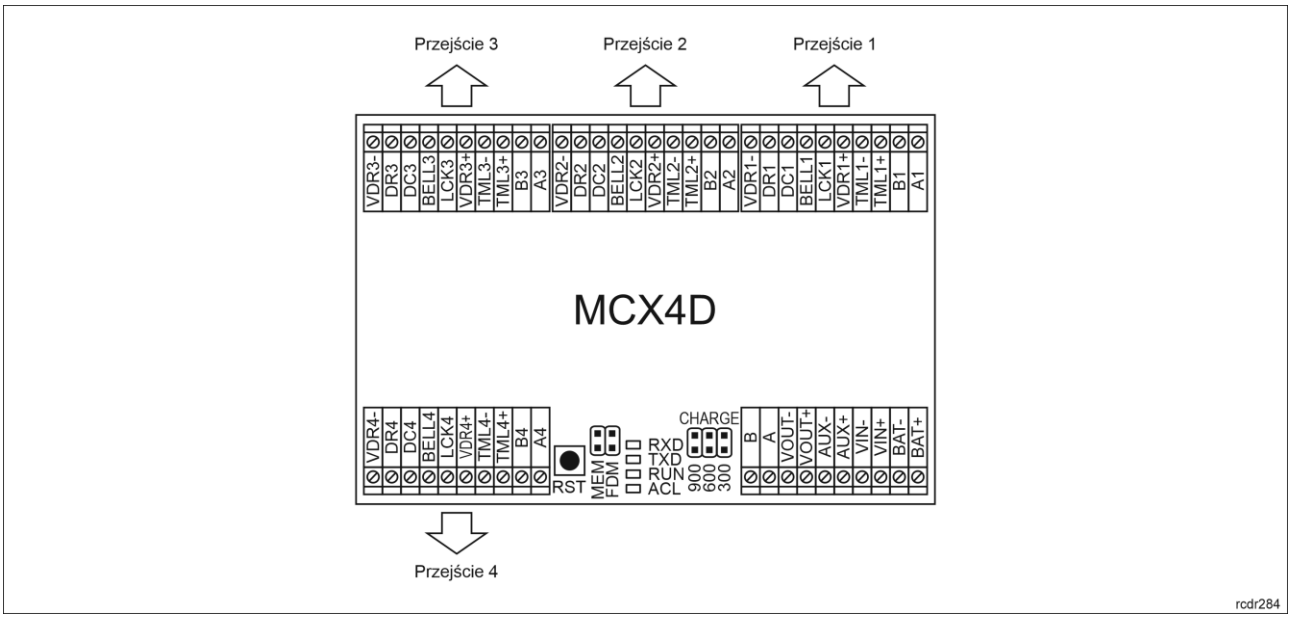

Rys. 2 Widok ekspandera MCX4D
Ekspander umożliwia ładowanie akumulatora prądem o wartości 0,3A, 0,6A lub 0,9A d do poziomu napięcia z którego jest on zasilany (nominalnie 13,8V). Wybór prądu ładowania przeprowadza się przy pomocy zworek (rys. 2). W przypadku, gdy napięcie na akumulatorze spadnie do poziomu ok. 10V następuje jego odłączenie od modułu. Ponowne przyłączenie akumulatora może nastąpić dopiero po powrocie zasilania zewnętrznego 13,8V. Przy założeniu wymogu naładowania akumulatora do poziomu 80% w czasie 24h (zgodnie z normą PN-EN 60839), należy przyjąć następujące wartości prądu ładowania:
W systemie RACS 5 v2 ekspander może zostać zainstalowany w miejscu docelowym bez konieczności jego wcześniejszej konfiguracji. Zgodnie z notą aplikacyjną AN006 zarówno ustawienie jego adresu, jak i skonfigurowanie innych jego opcji może być wykonane za pomocą programu zarządzającego systemem kontroli dostępu VISO v2 bez dostępu do styków serwisowych (rys. 2) ekspandera.
2. Zdejmij zworkę ze styków MEM (rys. 2) jeżeli jest założona.
2. Załóż zworkę na styki MEM (rys. 2).